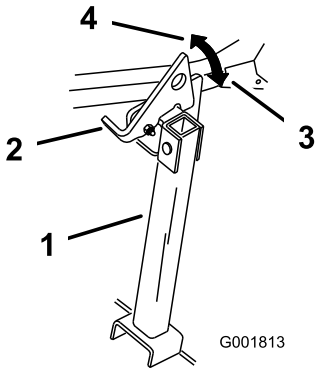

Figur 28
2. Hev spaken til ulåst stilling (Figur 28).